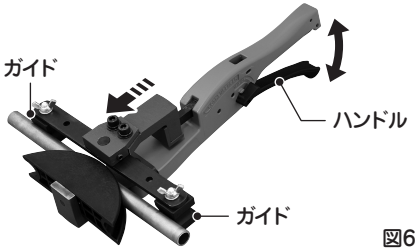

図6
⑦ 管を両ガイドに当て、ハンドルを握ってガイドを前進させます。（図 6）